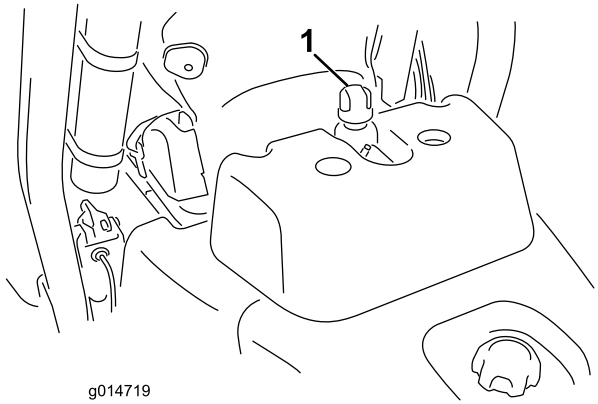

Figur 29
2. Skruva av hydraultanklocket (Figur 29).